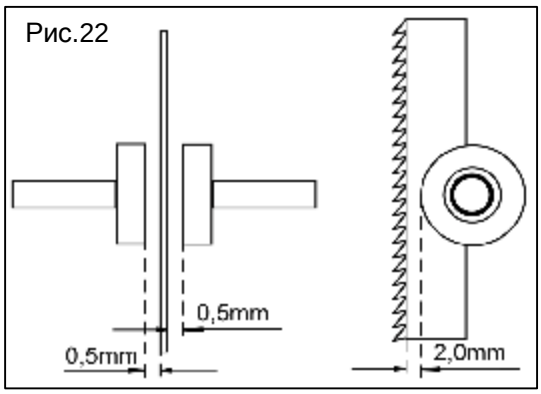

Рис.22
2. Отрегулируйте положение направляющих подшипников так, чтобы расстояние между основанием зуба режущего полотна ленточной пилы и торцом направляющего подшипника составило 2,0мм (рис.22).
5. Отрегулируйте положение направляющих подшипников так, чтобы расстояние между режущим полотном и направляющим подшипником составило 0,5мм (рис.22).